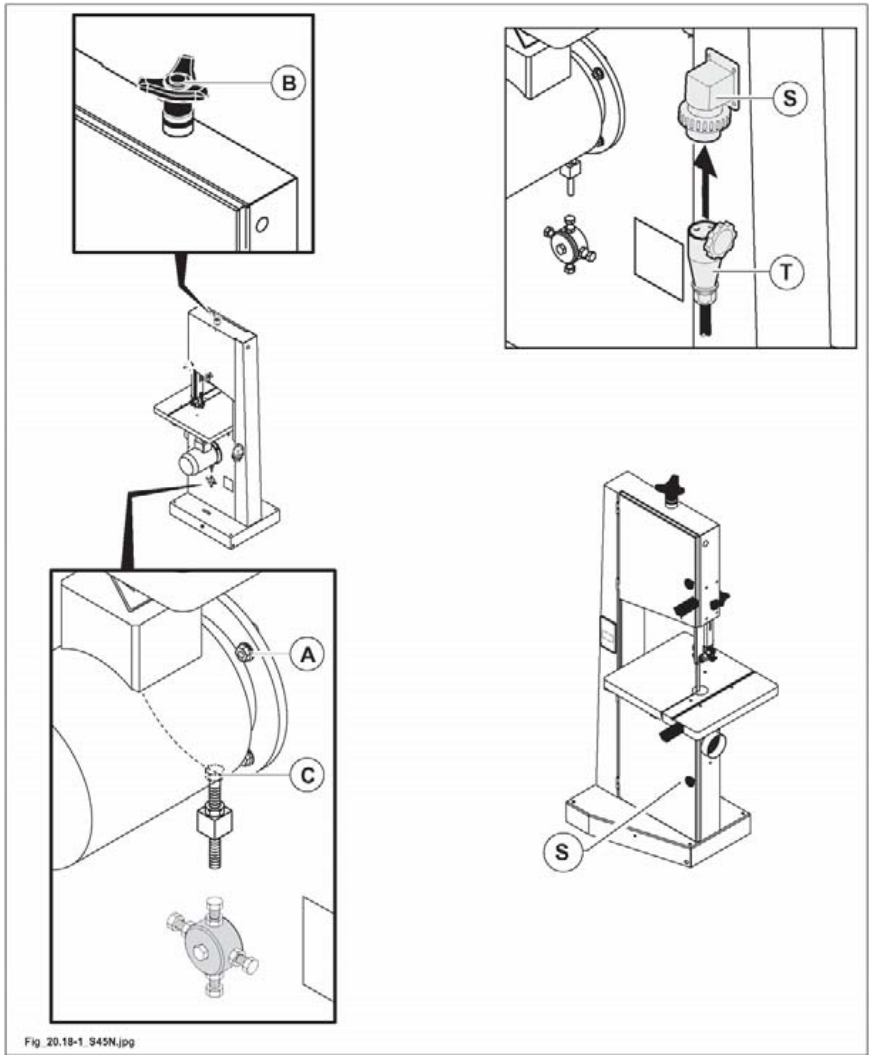

Fig. 20.18-1
before carrying out any of the operations make sure to cut the main electric power and disconnect socket (T fig. 20.18-1) from plug (S fig. 20.18-1).
Open the lower casing (S fig. 20.18-1) to access the belts and proceed as described below:
- Fully unloose the blade by means of handle (B fig. 20.18-1).
- Loosen the 4 motor fastening screws (A fig. 20.18-1).
- Completely loosen the screw (C fig. 20.18-1).